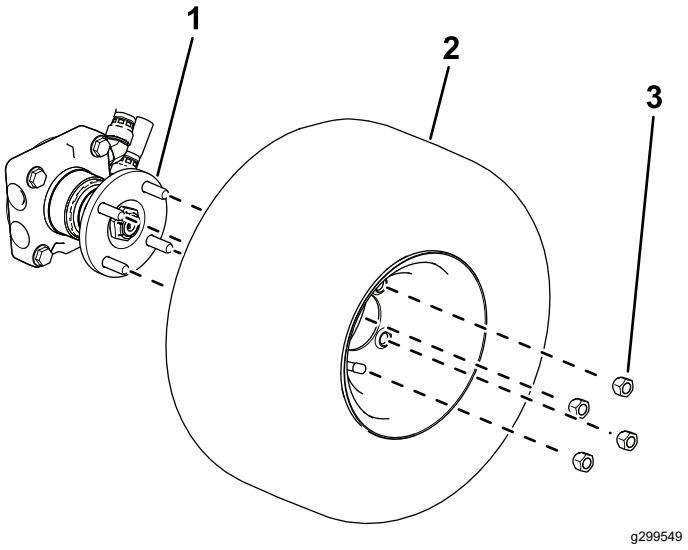

**Figura 3**
1. Utilizzate 4 dadi per fissare la ruota al mozzo (Figura 3).